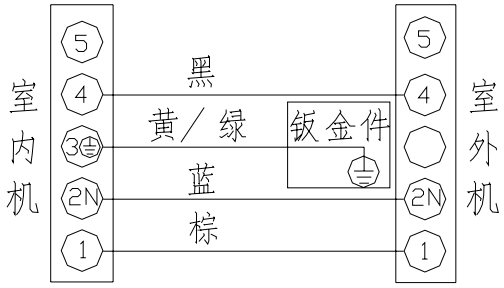

图 16
3. 将机组电源连接线接到对应的端子上(图 16)，并将端子紧固。
※ 图 16 若有不详尽之处，请按空调器上的接线图正确连接线。